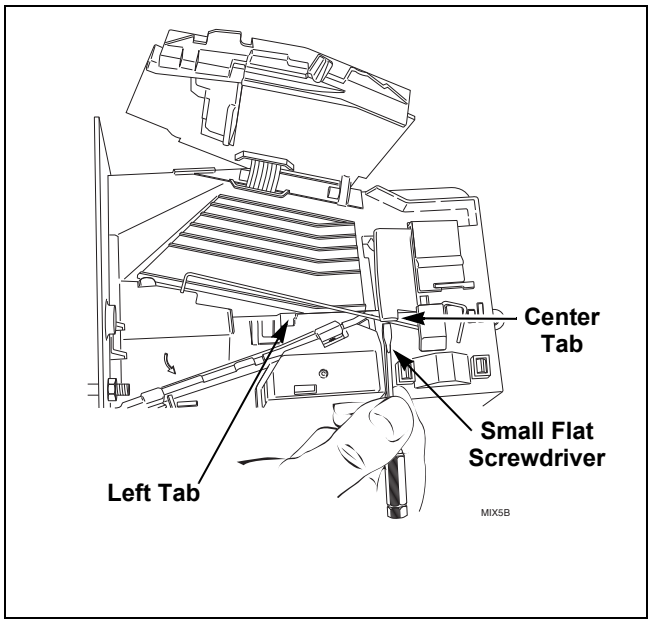

Figure 9
(12) Use a small flathead screwdriver to push spring under center tab. Refer to *Figure 9*.